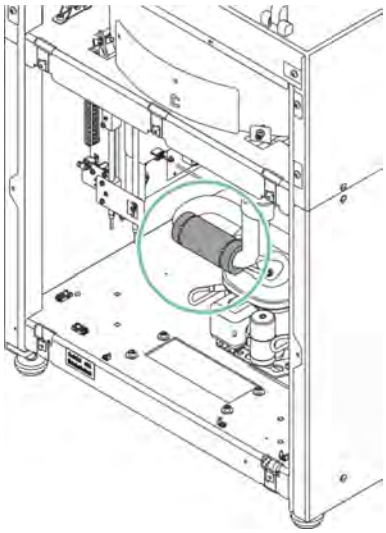

Fig. 62: Temperature sensor T4
5. Remove the cable fastenings from the cable of temperature sensor T4 (*Fig. 62*).